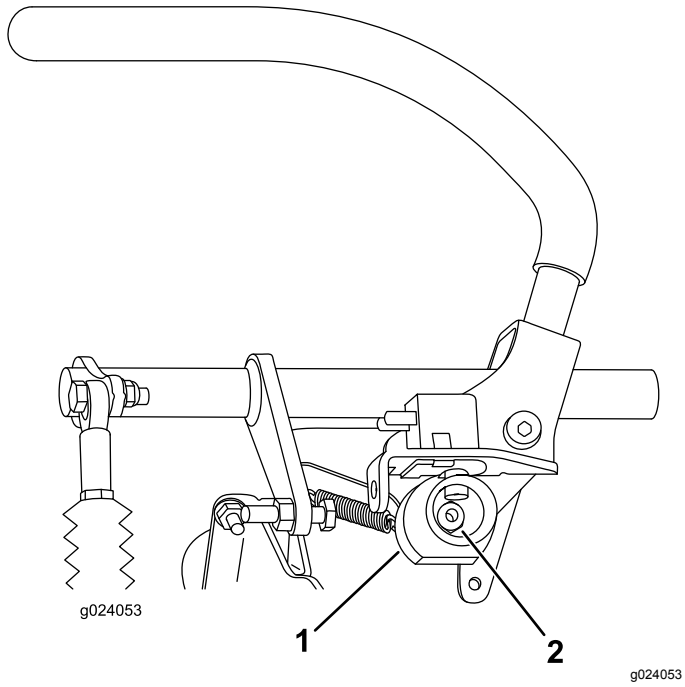

Figur 69
6. Løsne mutteren som holder kammen (Figur 69).